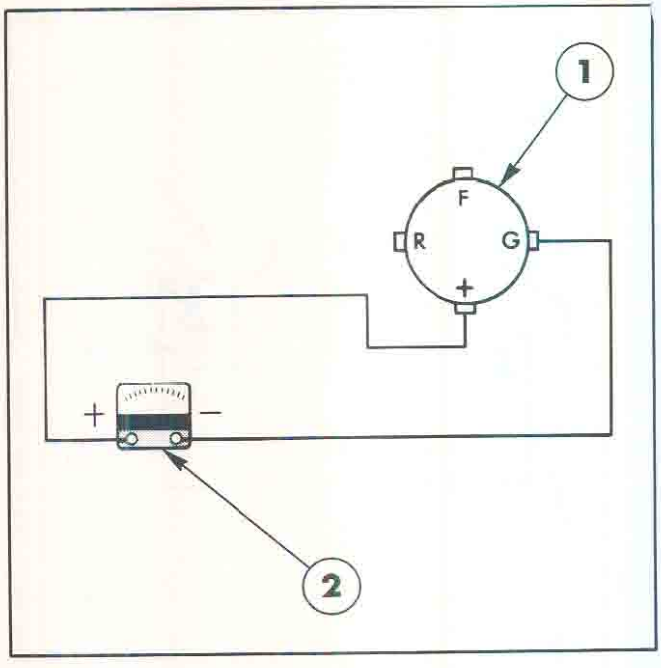

Figure 17
3. Move the voltmeter positive lead to the output terminal, Figure 17. The voltmeter should indicate 14.1 to 14.8 volts if the isolation diode is conducting the alternator output to the tractor battery. If the voltmeter indicates battery voltage (12.0 to 12.6 volts), the isolation diode is open circuited an requires replacement. Re-test after installing a new isolation diode.